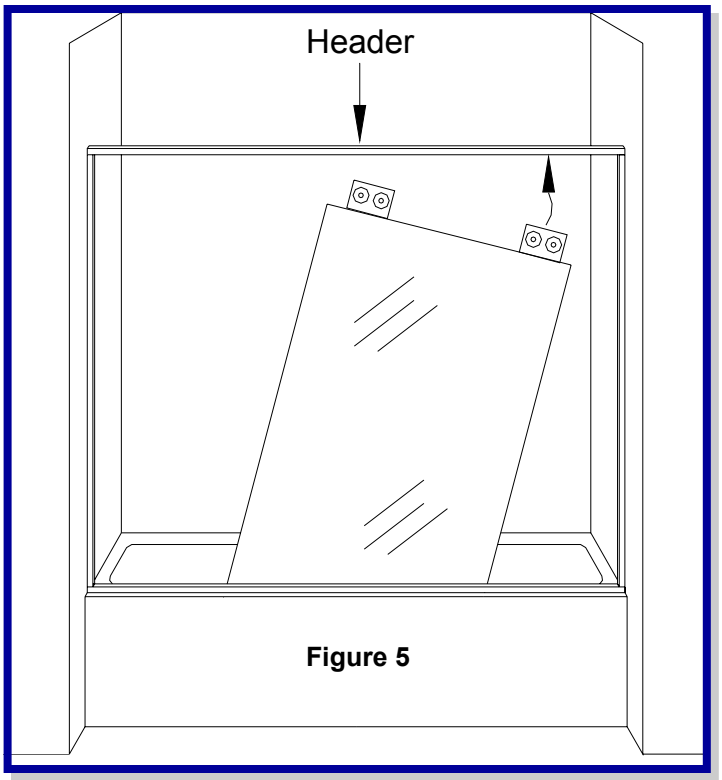

Figure 5
- Cut the header (8) 1/16" less than the opening ***(See Figure 5)***
- Lift the outside door glass and insert the bottom of the glass in front of the bottom of the inside door. ***(See Figure 5)***